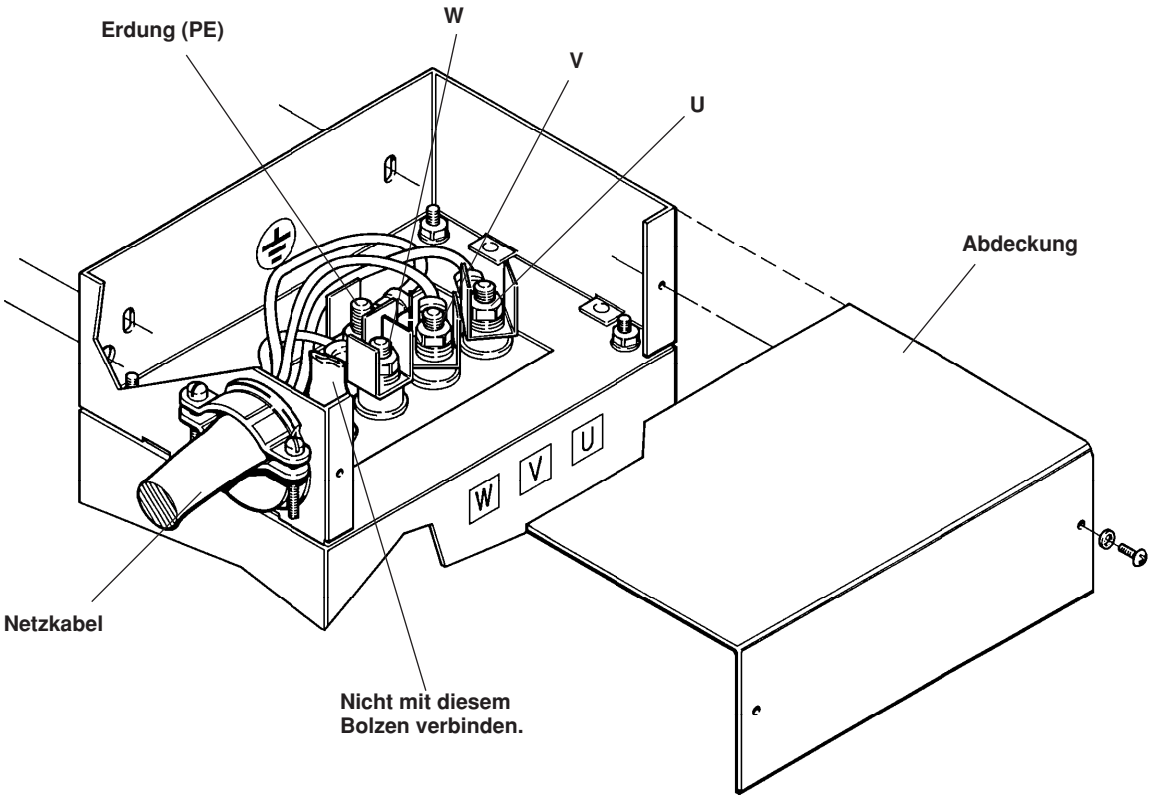

Abbildung f-1 Netzkabelanschlüsse am elektromagnetischen Interferenz-Filter
1. Elektromagnetischen Interferenz-Filter an der unteren rechten Rückseite der Stromquelle anbringen (siehe Abbildung f-1).
6. Erdungsleitung direkt vor dem Erdungssymbol (PE) anschließen.